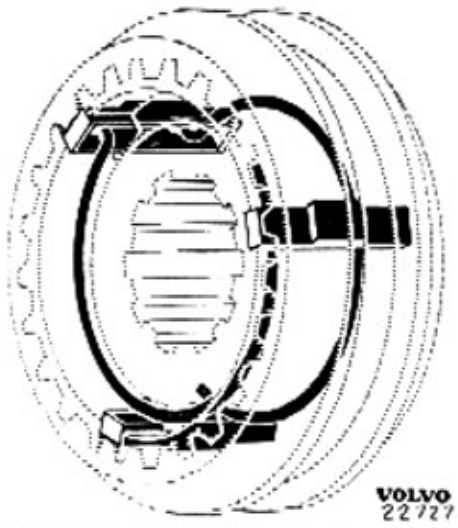
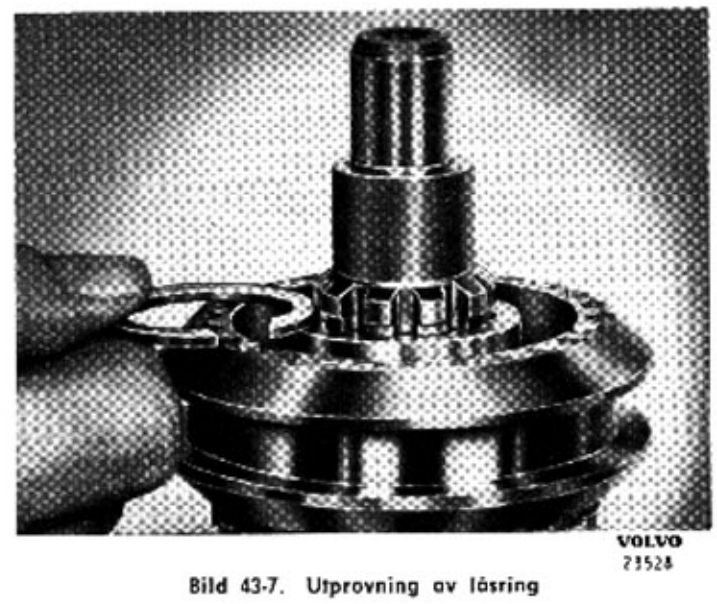

Bild 43-6. Hopsättning av synkronisering
Bild 43-7. Utprovning av låsring
1. Montera detaljerna för 1:ans och 2:ans synkronisering på huvudaxeln. Montera fjäderringarna rätt, se bild 43-6.
4. Montera tryckbricka, 3:ans kugghjul och synkroniseringskona på axeln. Sätt samman 3:ans och 4:ans synkronisering. Montera fjäderringarna rätt, se bild 43-6. Montera därefter synkroniseringen på huvudaxeln. Prova ut en låsring av rätt tjocklek, se bild 43-7 och montera den.